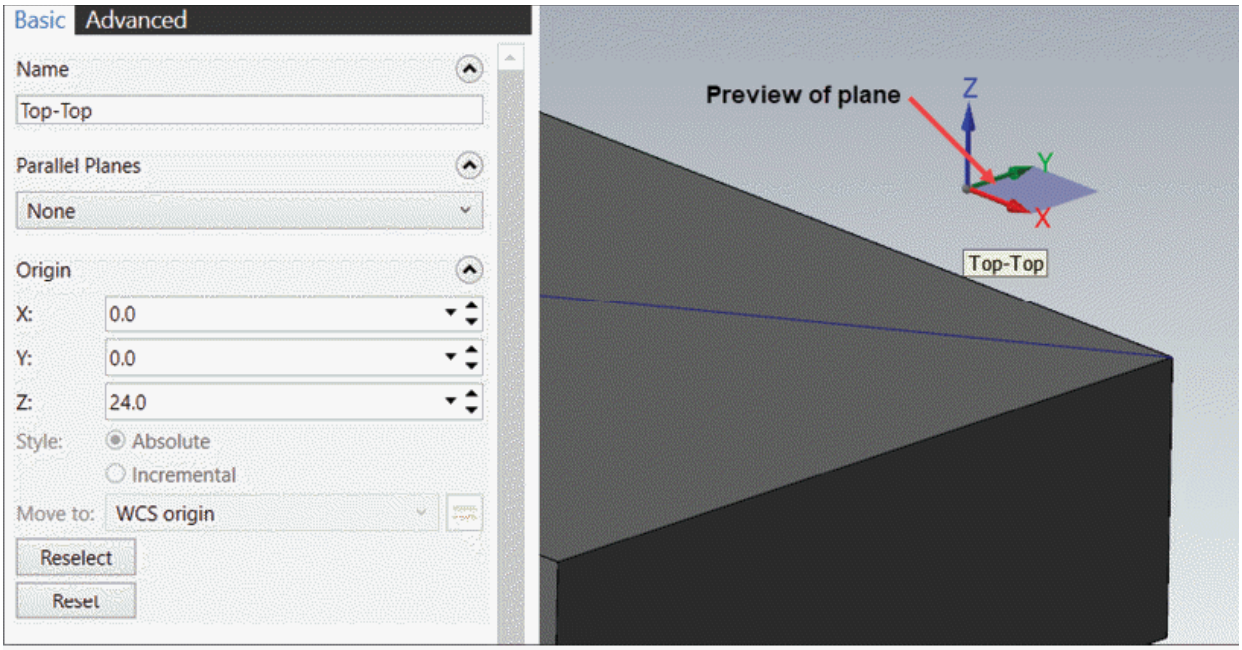

Figure-12. Preview of plane relative to WCS
- Specify desired parameters in the **X**, **Y**, and **Z** edit boxes of **Origin** rollout in **Manager**. The plane will move accordingly; refer to Figure-12.